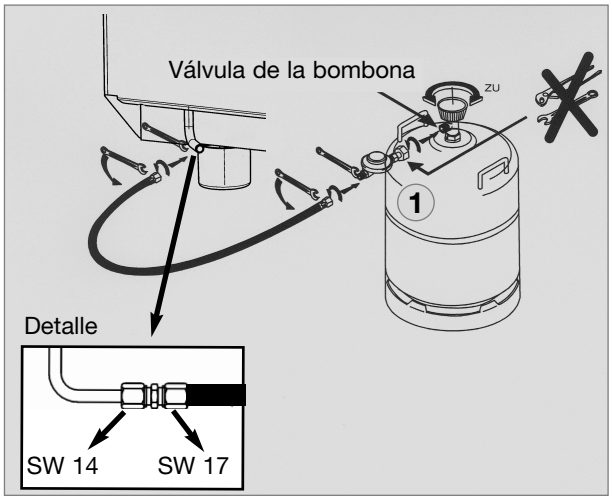

Fig. 3
- En el tubo de alimentación al aparato debe estar instalado un regulador de presión **(1)**, fig. 3, (reductor de presión) fijamente ajustado. El frigorífico no puede ser operado con otra presión que la indicada sobre la placa de características.